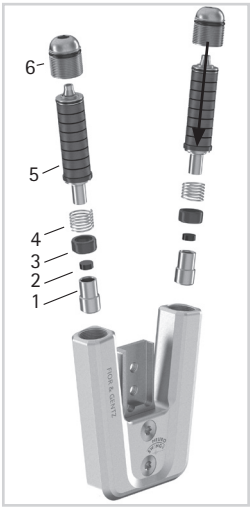

Abb. 15
1 Setzen Sie den Anschlagdämpfer (2) und die Gleitbuchse (3) mit dem Kolben (1) zusammen (Abb. 15).
6 Schrauben Sie die Baugruppe für die Plantarflexion in den hinteren Federkanal so weit ein, bis sie den Systemfußbügel berührt (Abb. 15). Die Druckfeder (4) muss dabei komplett komprimiert sein. Spannen Sie die Federeinheiten (5) nicht vor.